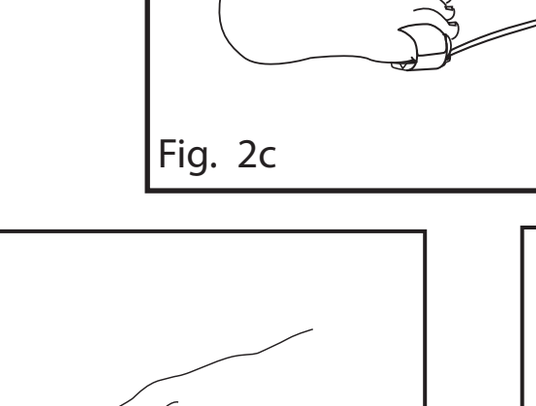
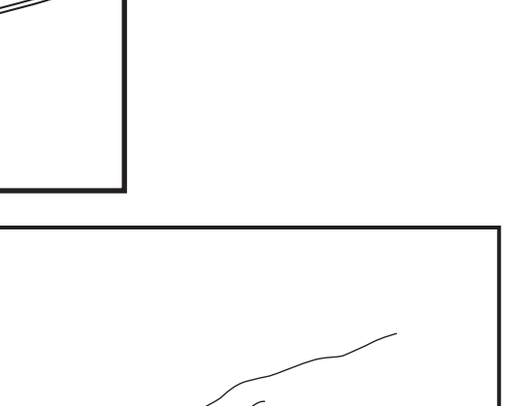

Fig. 3a
Fig. 3b
2. Oriente el cable del sensor de modo que el detector pueda colocarse primero. Coloque la punta del dedo de la mano en la línea de puntos y asegúrese de que la parte blanda cubra el visor del detector (fig. 3a). Presione las aletas adhesivas sobre el dedo, una a la vez (fig. 3b). Es necesario que el visor del detector quede completamente cubierto para que los datos sean precisos.